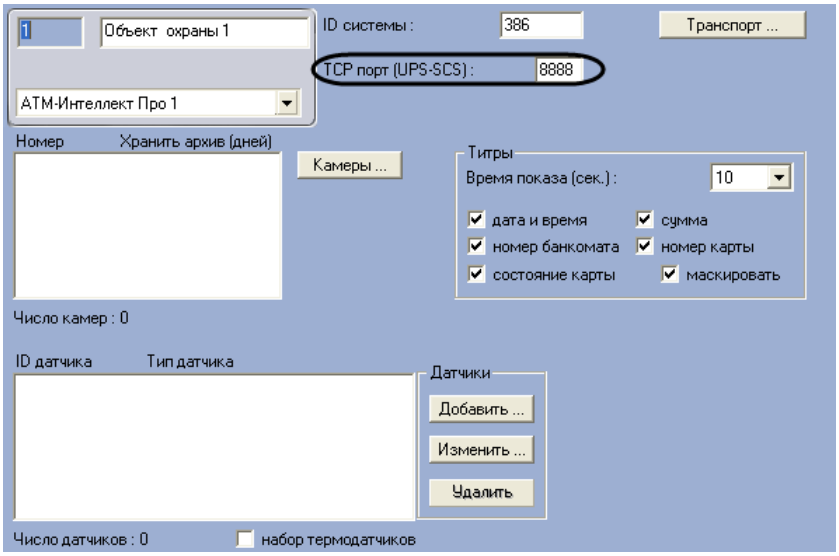

Рис. 5.4—2 Настройка порта
1. Перейти на панель настройки объекта **Объект охраны** (Рис. 5.4—2).
2. В поле **TCP порт (UPS-SCS)** ввести номер порта, на котором «слушаются» сообщения от ИБП и от банкоматов фирмы «Smart Card Service» (см. Рис. 5.4—2).